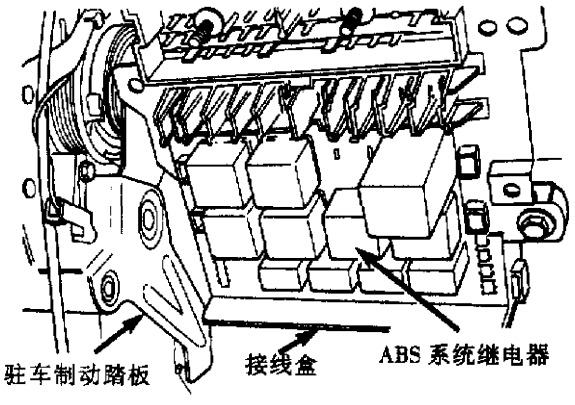

图 10－39　接线盒内的 ABS 系统继电器
①支起汽车。
②从车上拆下轮胎和车轮总成。
③拆下两个固定螺钉(图 10－40)。